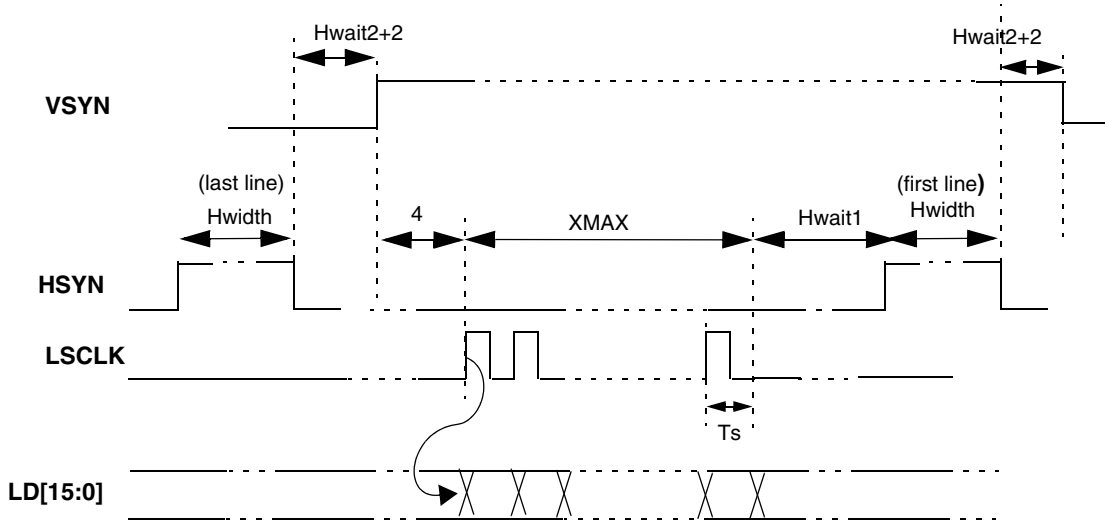

Figure 19-12. Horizontal Sync Pulse Timing in Passive Mode
Figure 19-12 on page 19-14 shows the horizontal timing (timing of one line), including both the line pulse (LP) and the data. The width of LP and delays both before and after LP are programmable. The parameters used for panel interface timing are: